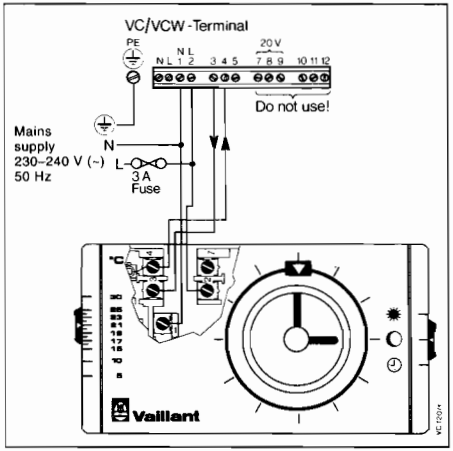

Fig. 26
A) Automatic temperature setback (Fig. 26) or